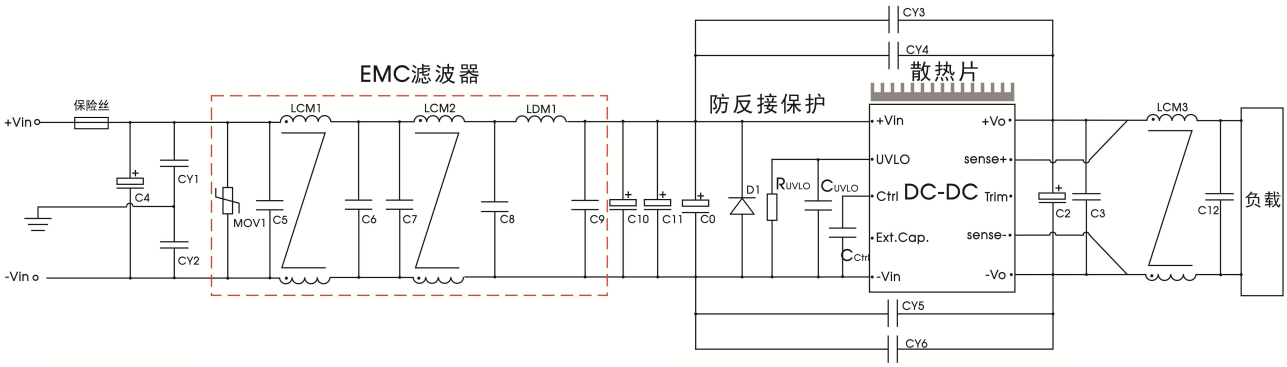

图 6
EN55032	EN55032-11 150kHz-500kHz 79dBuV （推荐电路见图 6） 500kHz-30MHz 73dBuV （推荐电路见图 6）
CISPR16-1-2	500kHz-30MHz 73dBuV （推荐电路见图 6）
2. EMC 滤波部分由模块电路组成，推荐电路和参数请参考图 6，也可以使用自搭电路；